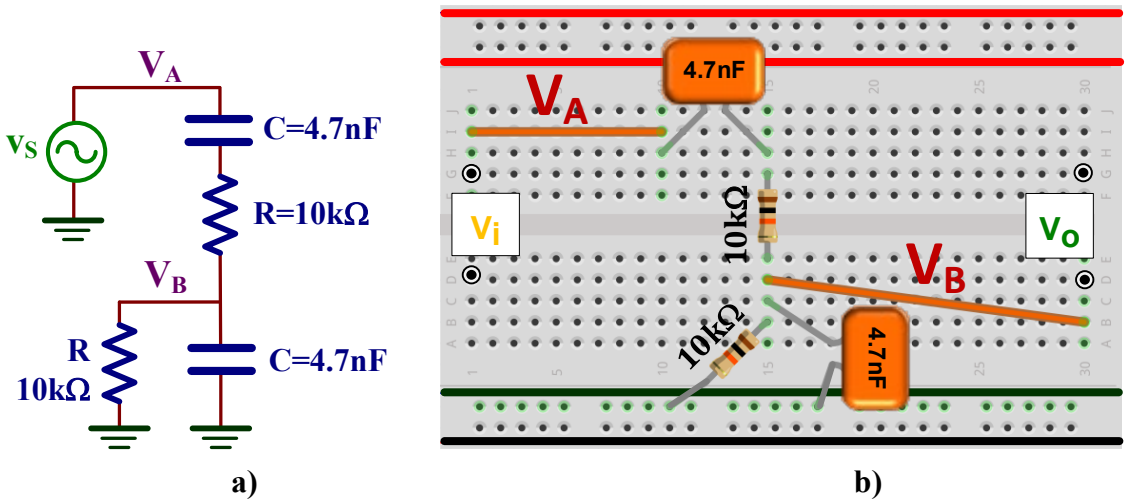

Figura VI.2. *Análisis de la red de realimentación:* ***a)*** *Esquema;* ***b)*** *Montaje en un breadboard.*
A) Montar la red de realimentación de la figura VI.2 y conectar el generador de señal a V_A. Representar gráficamente el valor de $G=V_B/V_A$ y el desfase (φ) entre V_A y V_B en función de la frecuencia. Obtener experimentalmente el valor de la frecuencia f_o definida como la frecuencia cuyo desfase vale 0° y medir su valor de G a f_o.